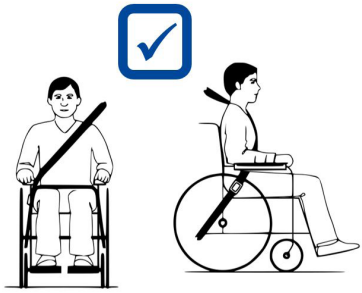

Figura 4
7. Accertarsi che le cinture di ritenuta trasversali passino sopra le spalle; vedere la Figura 4.